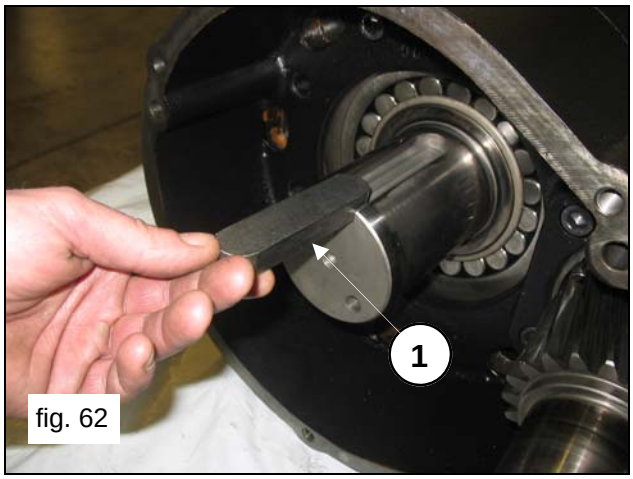

fig. 62
Apply the 22x14x100 key in the seat on the shaft (pos.①, fig.62) and insert the ring gear on the shaft.